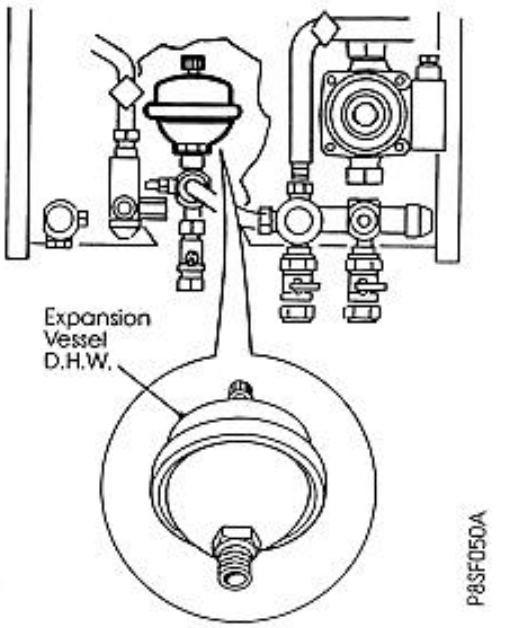

Fig. 23
5.24 Expansion Vessel D.H.W. - Fig. 23